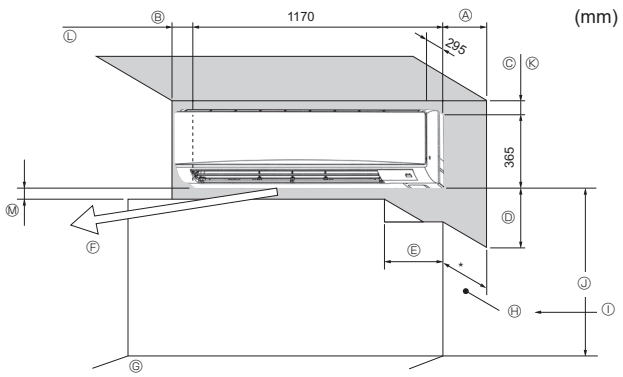

Rys. 2-1
2.1. Wymiary gabarytowe (jednostki wewnętrznej) (Rys. 2-1)